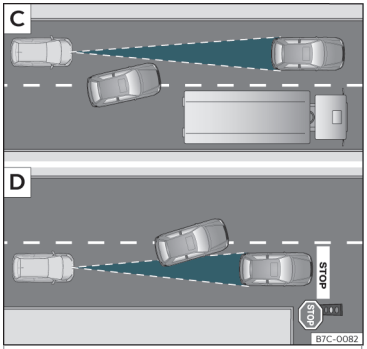

Fig. 155 C Vehicle changing lanes. D One vehicle turning and another stationary.
- Vehicles that move into your lane, a short distance from your vehicle››› **Fig. 155** C.
The ACC may not react to stationary vehicles. If, for example, a vehicle detected by the ACC turns or moves over and there is a stationary vehicle in front of it, the ACC will not react to the second vehicle››› **Fig. 155** D.